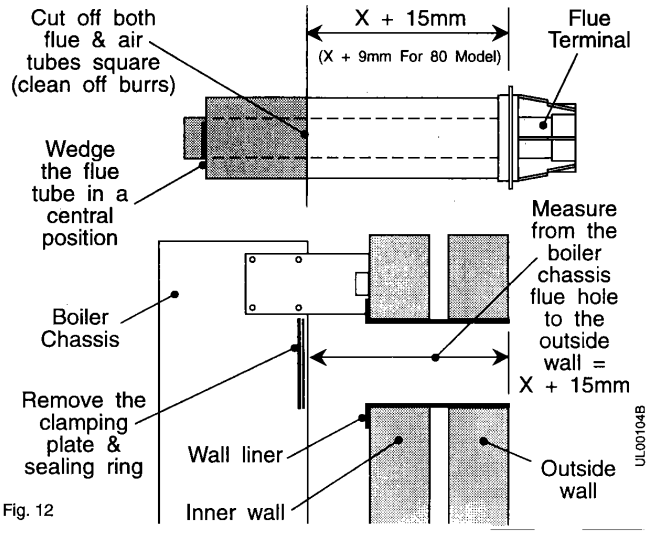

Fig. 12
9. Measure the wall thickness from the edge of the outer wall to the flue hole in the boiler chassis. Add 15mm (9mm for 80 model)and mark this distance on the flue from the terminal flange. See Fig. 12.